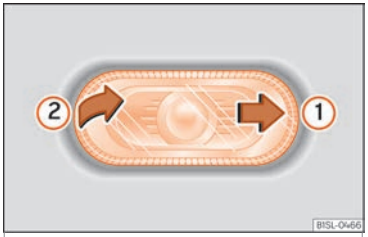

Fig. 93 Removing the side turn signal
1. With one hand move the side turn signal backwards ››› Fig. 93 (1).
2. Remove the side turn signal from the chassis by leverage (2).